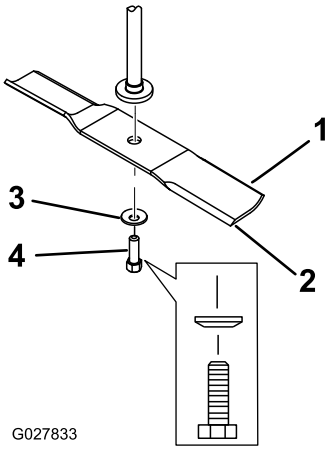

Figur 57
2. Fjern knivbolten, bueskiven og kniven fra spindelakselen (Figur 57).
1. Monter kniven på spindelakselen (Figur 57).
2. Monter bueskiven (den hule siden skal vende mot kniven) og knivbolten (Figur 57).